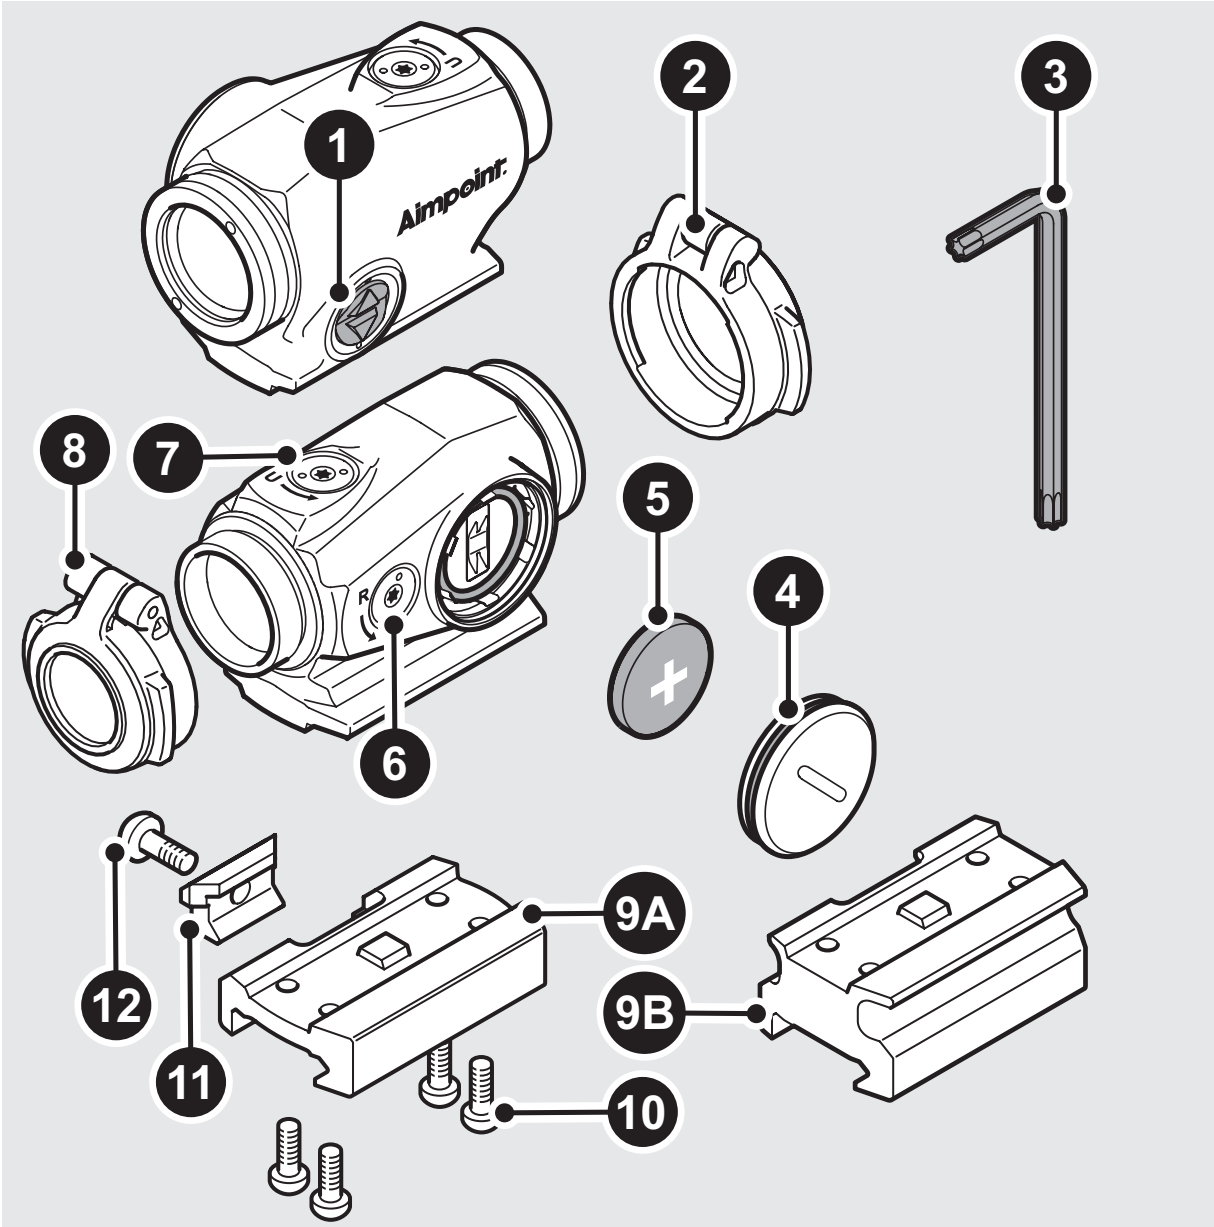

Fig. 1 Overview
c Insert battery (5) with the positive end (+) toward the battery cap (4) as seen in Fig. 1.